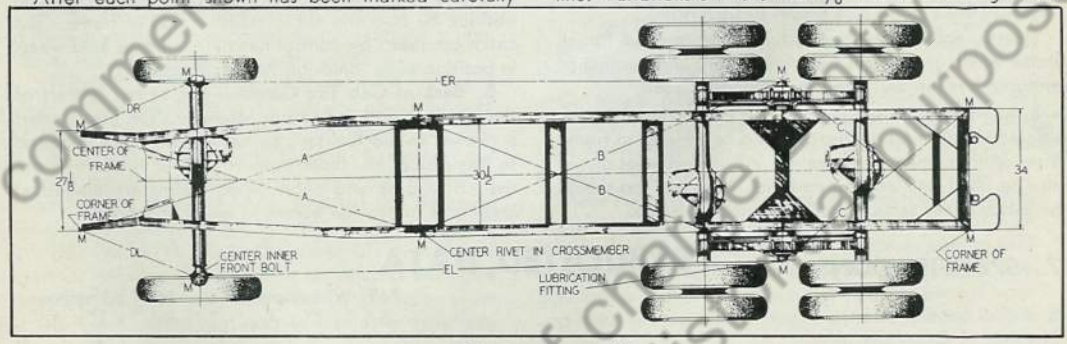

Fig. 1 Checking Frame Alignment
Frame side rails, shown in Fig. 1, are pressed steel channel section, designed to provide maximum strength with light weight. Cross members are of various types riveted to side rails with gussets to insure rigidity. The 145" and 164" wheelbase frames are of similar construction, differing only to provide additional length required in longer wheelbase models. The greater length, on longer model, is added to the rear of third cross member, thereby not disturbing motor, transmission, or transfer case installation. An additional cross member is used ahead of rear axle to provide the extra stiffness needed due to this greater length.
A. To Check Frame Alignment—Most convenient way to check frame alignment, particularly on trucks equipped with a body, is by marking on floor all points from which measurements are to be taken. This can be done by tacking or cementing pieces of paper securely to floor under each point of measurement "M," indicated on frame drawing Fig. 1, and dropping a "plumb bob" from each point. Satisfactory checking is dependent upon accuracy of marks with relation to frame.
5. After it has been determined that frame is properly aligned, front axle alignment with frame can be checked as directed below. Refer to Fig. 1.